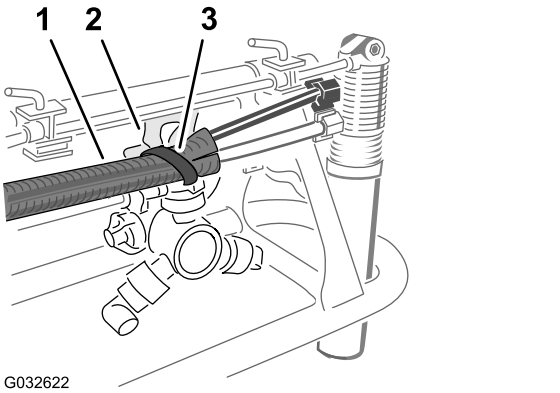

Figur 15
5. Fäst rörsystemet mot hålet i munstycksstödet med ett kabelband enligt Figur 15.